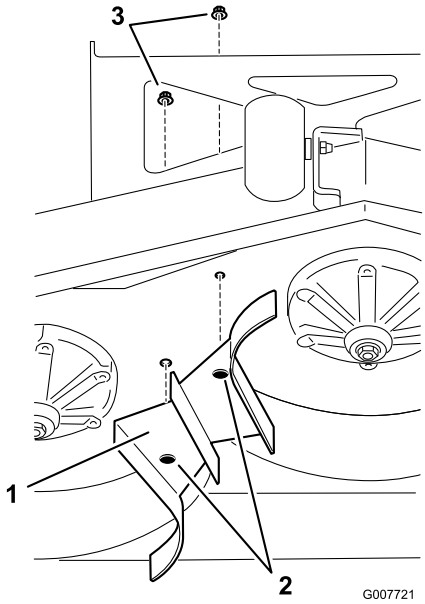

Figuur 24
1. Verwijder de twee rijtuigbouten en borgmoeren waarmee de middelste mulchplaat is bevestigd aan het maaidek (Figuur 24).